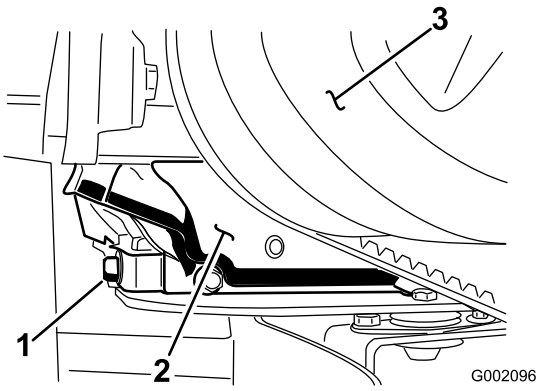

Figur 27
5. Fjern aftapningsproppen (Figur 27), og lad olien flyde over i aftapningsbeholderen. Når olien er tappet helt af, skal aftapningsproppen sættes på igen og spændes til 17,6 Nm.